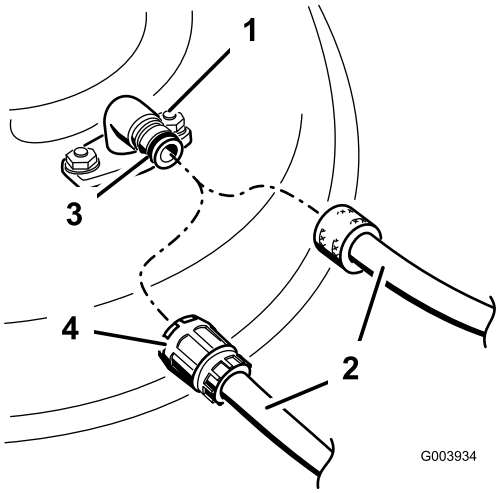

Figur 51
3. Anslut slangkopplingen till klipparens tvättkoppling och vrid på vattnet ordentligt (Figur 51).